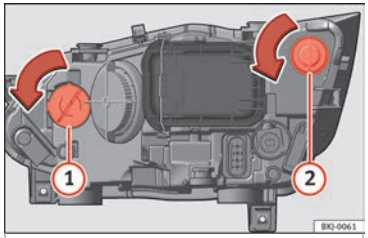

Rys. 113 W komorze silnika: żarówka kierunkowskazu ① i żarówka świateł do jazdy dziennej ②.
– Wykręcić oprawkę żarówki ››› **rys. 113** ① lub ② w lewo i pociągnąć.